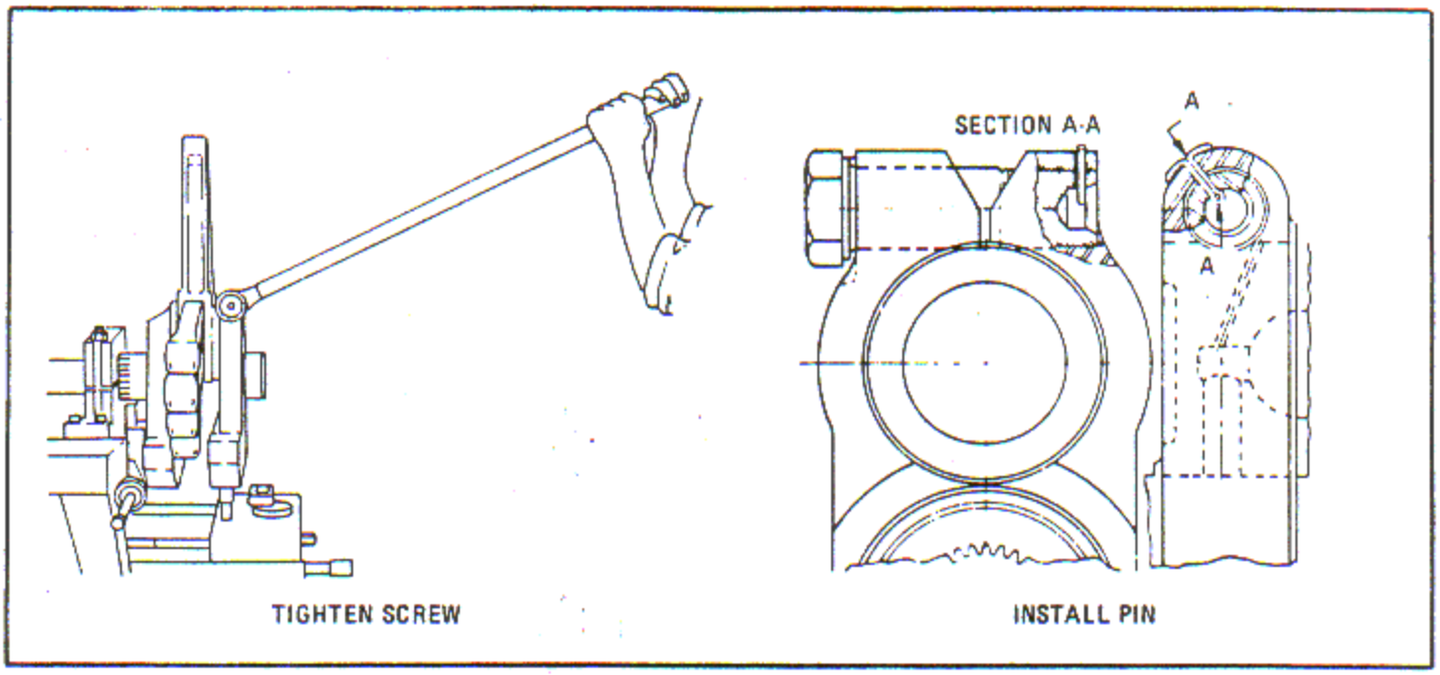

Figure 7-19. Tightening Crankcheek Screw and Installing Cotter Pin
r. Tighten the crankcheek screw using wrench and extension. See figure 7-19. Check the crankshaft runout and the master rod clearance.
u. Insert the crankcheek screw cotter pin through the screw from the inside. Bend the ends apart with the flat against the crankshaft. See figure 7-19.